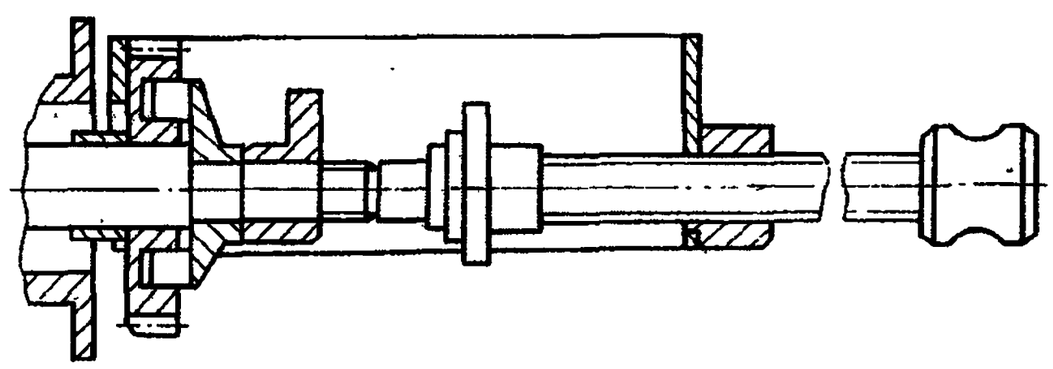

Рис. 81. Снятие эксцентрика и ведущего зубчатого колеса с кулачкового вала ТНВД
14. Отогните усики стопорной шайбы *11*, отверните гайку *12* крепления ведущего зубчатого колеса регулятора, снимите шайбу *11*, спрессуйте съемником (рис. 81) эксцентрик *10* (см. рис. 80) привода топливоподкачивающего насоса, фланец *9* ведущего зубчатого колеса и зубчатое колесо *5*. Снимите шпонку *8*, четыре сухаря *7* ведущего зубчатого колеса и две вставки *6* ведущего зубчатого колеса, снимите упорную втулку *4* с кулачкового вала	Плоскогубцы, ключ 22 мм, молоток, зубило, отвертка, съемник